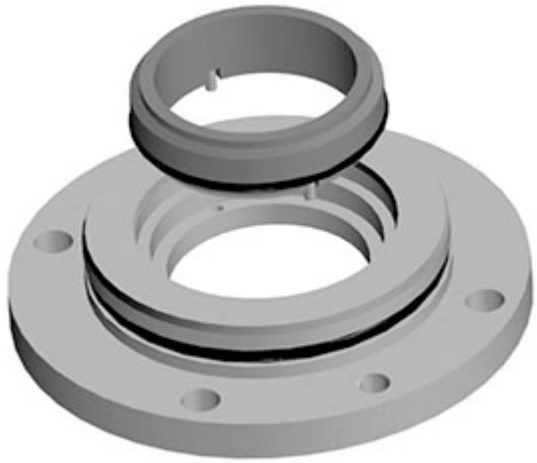

Figure 37: Mechanical seal seat and seal end cover (seal gland) assembly
6. Check the impeller and casing to determine the correct rotational relationship. Heat the impeller evenly to a maximum temperature of 300°F (149°C) to expand the bore. (Impeller may be pressed onto the shaft instead of heating if a suitable press is available, see Figure 37)